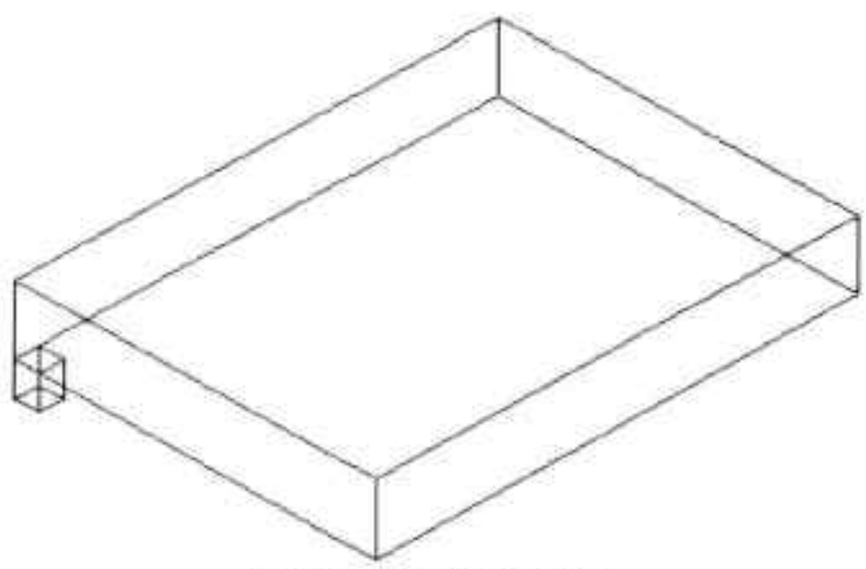

图14-56 绘制床腿
Step03 执行“长方体”命令，绘制出一个长为 100mm、宽为 100mm、高为 150mm 的长方体作为床腿，并移至床板适当位置，如图 14-56 所示。